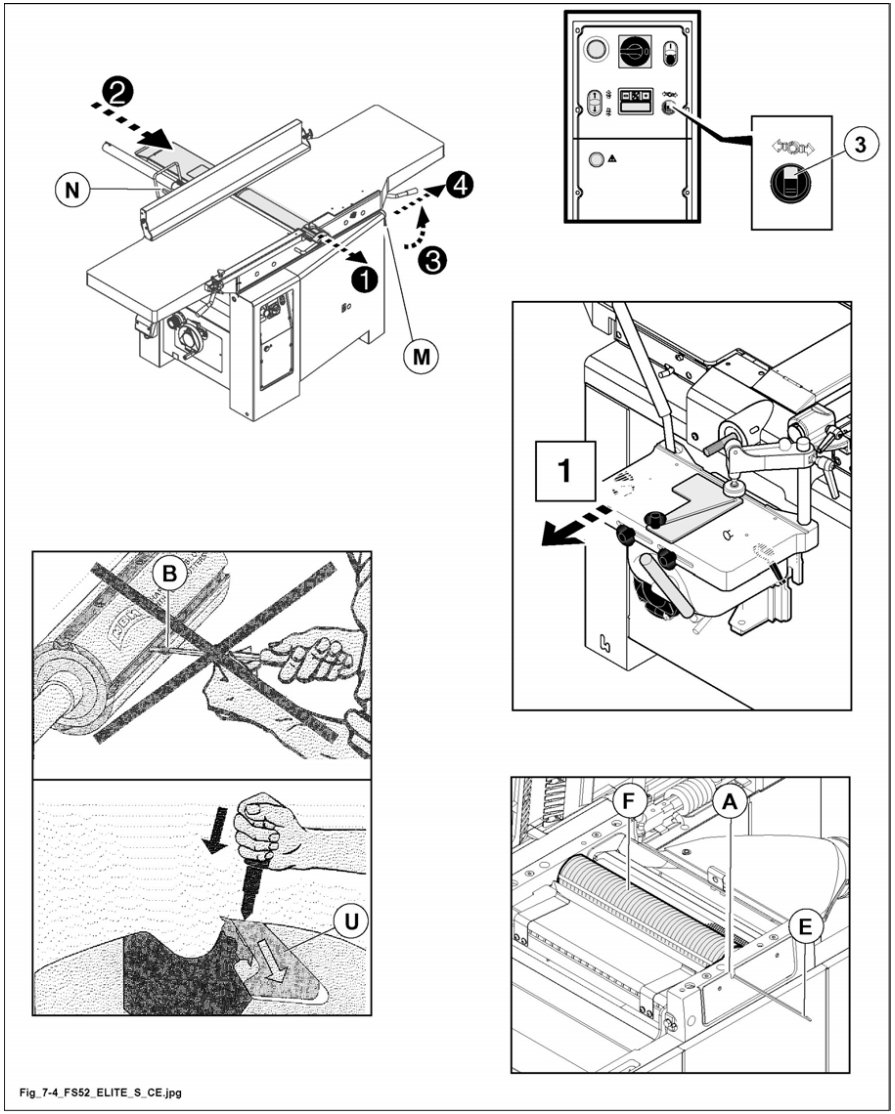

Fig. 7.4
Do not unblock the screws (B fig. 7.4).
loosen handle (N fig.7.4)and move the fence totally forwards; tighten handle (N fig.7.4).
- Loosen handle (M fig.7.4).
- Turn selector (3 fig. 7.4) to (brake release).
- Turn planer spindle (F fig. 7.4) until bring the knife to be changed next to the extraction hole (A fig. 7.4).
- Fit the new knife (E fig. 7.4) or the old one after turning it; center the knife in length direction.
- Turn selector (3 fig. 7.4) to (brake locking).
Starting machine, the gibs (U fig.7.4) position themselves automatically.